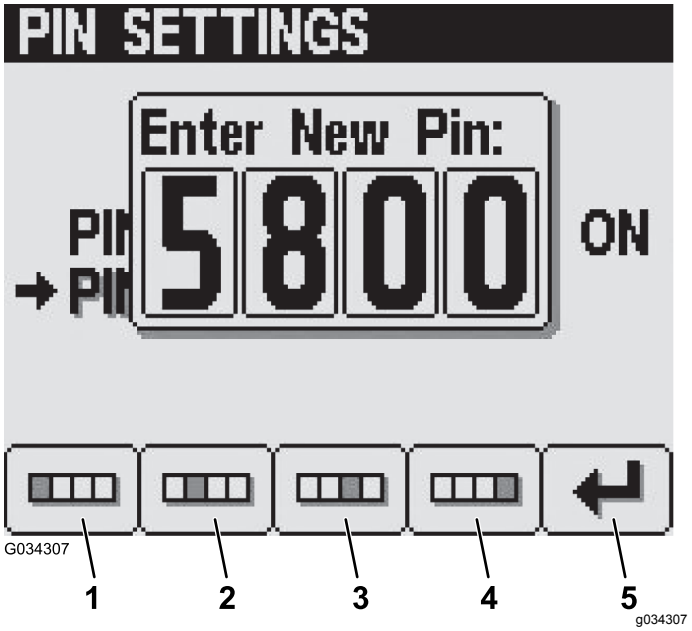

Рисунок 36
5. На экране Enter New PIN (Введите новый ПИН-код) введите свой новый ПИН-код из 4 цифр при помощи кнопок с 1 по 4 и затем нажмите кнопку 5, чтобы ввести ПИН-код в память панели инфо-центра (Рисунок 36).